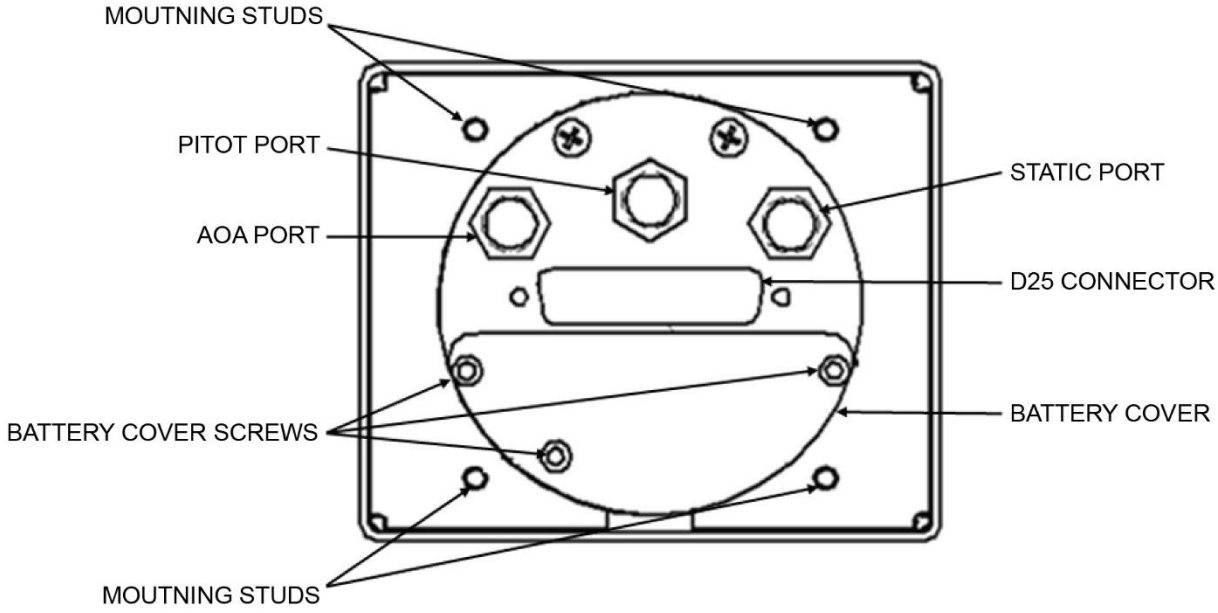

Figure 8: EFIS-D10A, Rear View
2. Open backup battery door by removing hex screws (see Figure 8). Do not remove other screws.
7. Position electrical connection so it is centered on end of backup battery. Make sure electrical connection will not interfere with bottom hex screw (see Figure 8).
9. Insert bottom hex screw (see Figure 8) and tighten. DO NOT over-tighten.
10. Insert upper hex screws (see Figure 8) and tighten while gently pressing on door. DO NOT over-tighten. The upper hex screws thread into unit casing, where it is easy to over-tighten and strip hole threads.
2. Remove lock nuts and washers from mounting studs that secure unit to instrument panel (see Figure 8). Keep hardware for re-installation.
4. Disconnect and cap 1/8" NPT Pitot and Static fittings on unit (see Figure 8). AoA fitting should already be capped.
6. Remove (2) retention screws on D25 connector and disconnect wire harness from unit (see Figure 8).
1. Connect wire harness to D25 connector on unit (see Figure 8) and secure with (2) retention screws.
2. Attach Pitot and Static tubes to 1/8" NPT fittings on unit (see Figure 8).
4. Secure unit to instrument panel with original lock nuts and washers (see Figure 8).